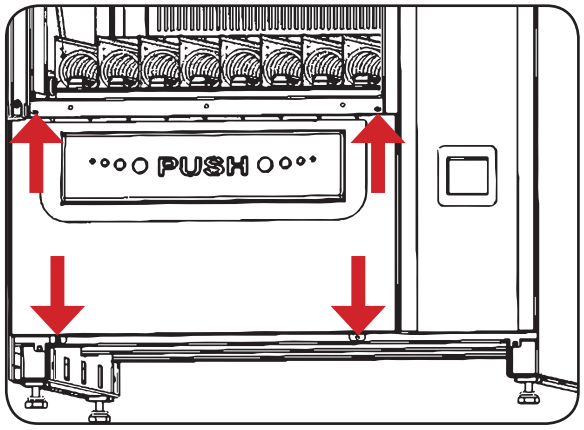

Figure 44 - Product dispensing fastening
- remove the lower and upper fastening screws of the dispensing tray (fig. 44).